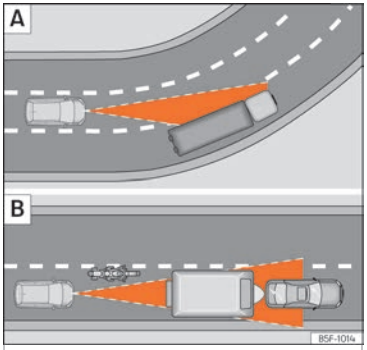

Abb. 267 A Fahrzeug in einer Kurve. B Vorausfahrender Motorradfahrer außerhalb des Erfassungsbereichs des Radarsensors.
Beim Ein- oder Ausfahren einiger Kurve kann es vorkommen, dass der Radarsensor das vorausfahrende Fahrzeug nicht mehr erfasst oder auf ein Fahrzeug auf der Nebenspur reagiert ››› Abb. 267 A. Es ist möglich, dass das Fahrzeug unnötigerweise bremst oder nicht mehr auf das vorausfahrende Fahrzeug reagiert. In diesem Fall muss der Fahrer eingreifen, indem er beschleunigt oder durch Betätigen des Bremspedals oder Drücken des dritten Hebels bis zur Position CANCEL ››› Abb. 264 ③ den Bremsvorgang abbricht.
Der Radarsensor kann schmale oder versetzt fahrende Fahrzeuge nur erkennen, wenn sich diese innerhalb seiner Reichweite befinden ››› Abb. 267 B. In diesen Fällen müssen Sie bei Bedarf selbst bremsen.